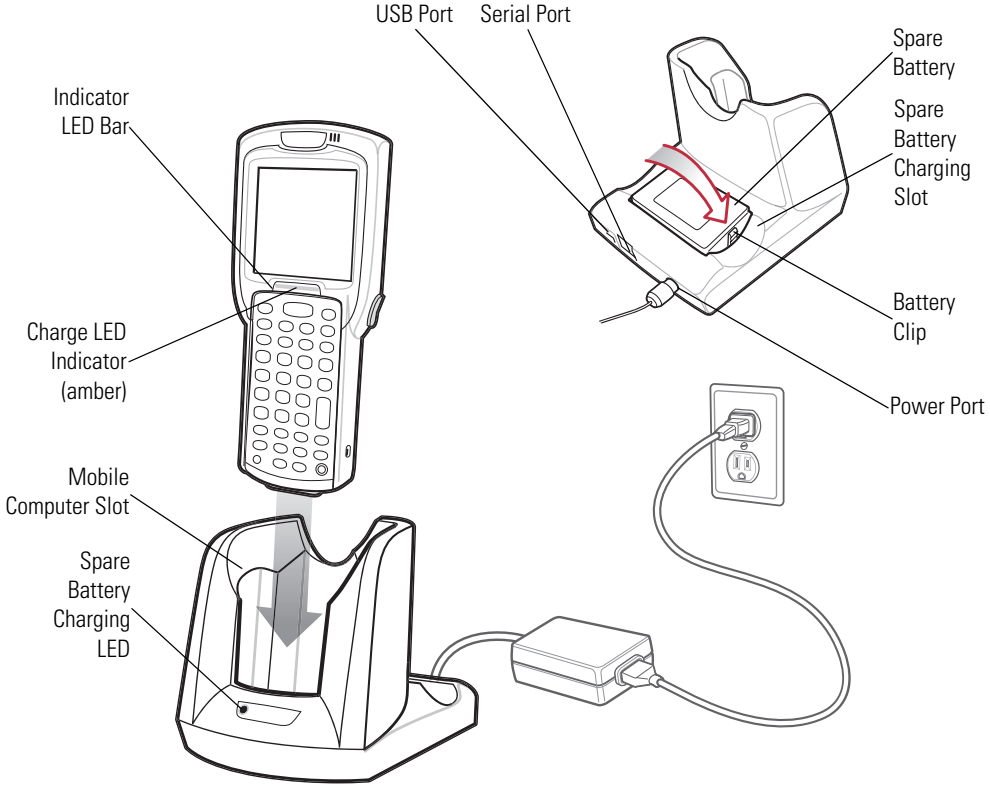

Figure 4-1. Single Slot Serial/USB Cradle
3. The Spare Battery Charging LED (see *Figure 4-1 on page 4-4*) indicates the spare battery charging status. The Standard Battery charges in less than four hours and the Extended Life Battery charges in less than six hours. See Table 4-1 for charging status indications.